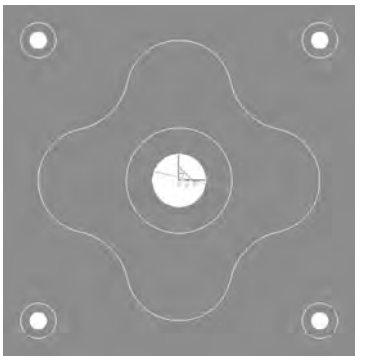

图 5-73　生成轨迹
(4) 其余选项卡设置默认，单击“确定”按钮，系统开始计算得到加工轨迹，如图 5-73 所示。